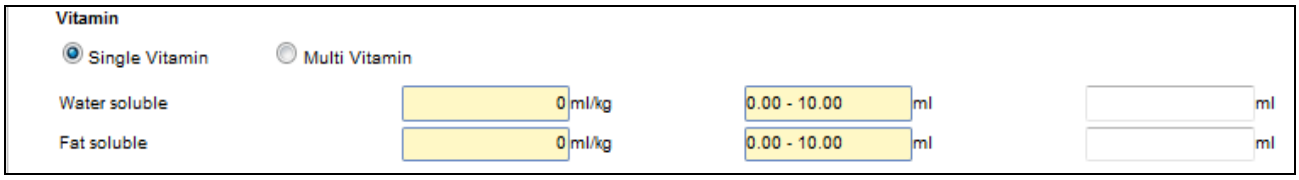

Figure 4.6-3 Single Vitamin
*If user select **Single Vitamin** radio button; **Water soluble** and **Fat soluble** field will automatically display by system as per Figure 4.6-3.*